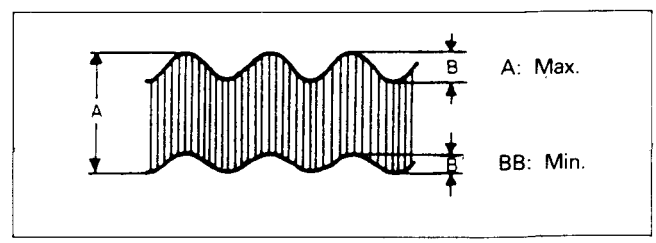

**Fig. 11 Audio output**
8) Play back the audio 7 kHz signal on the alignment tape. Turn the adjustment screws for the tilt, azimuth and the AC head height alternately so the audio outputs from the both channels shown in Fig. 11 are maximum and the envelopes are flat and stable.